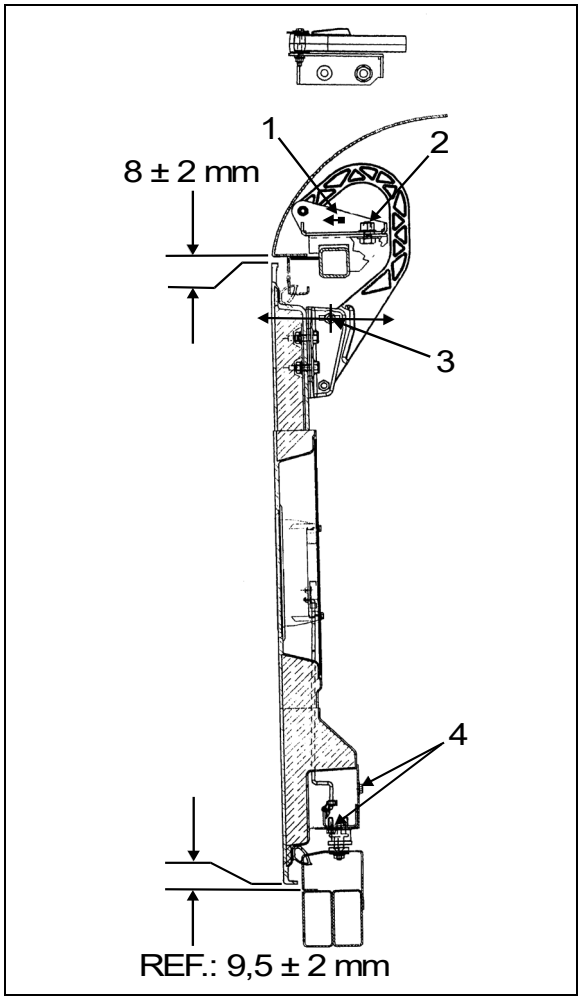

FIGURE 92: DOOR HINGE 18194
2. Loosen nut (2, Figure 92).
3. Move part (1, Figure 92), as close as possible to exterior of coach, so as to have enough clearance for proper door opening.
4. Tighten nut (2, Figure 92).
5. Loosen nut (3, Figure 92). Hinge allows the door to be shifted "IN or OUT".
6. Adjust door panel to have the same gap space as neighboring panels or refer to Figure 72 for specified gap space. Only if necessary, use the adjustment allowed by moving part 1, Figure 92.